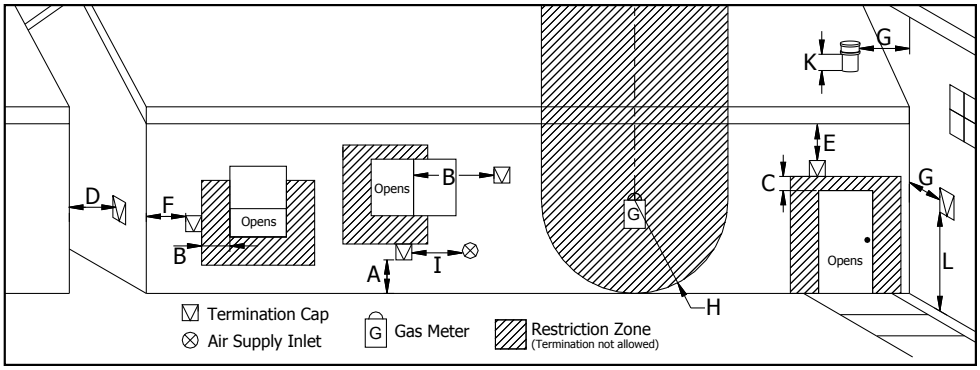

**Figure 19: Use in conjunction with Table 1 for allowable exterior vent termination locations.**
**Table 1: Use in conjunction with Figure 19 for allowable exterior vent termination locations.**